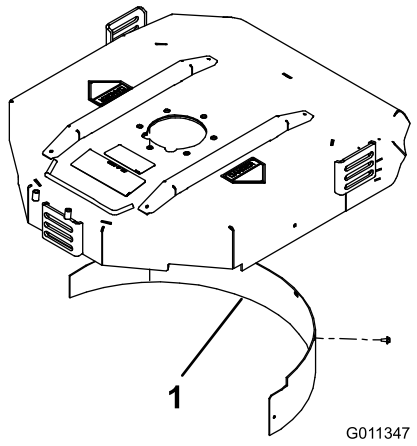

Figur 9
2. Montera samlarskärmen i den bakre öppningen och fäst den med fem huvudskruvar med fläns (Figur 9).